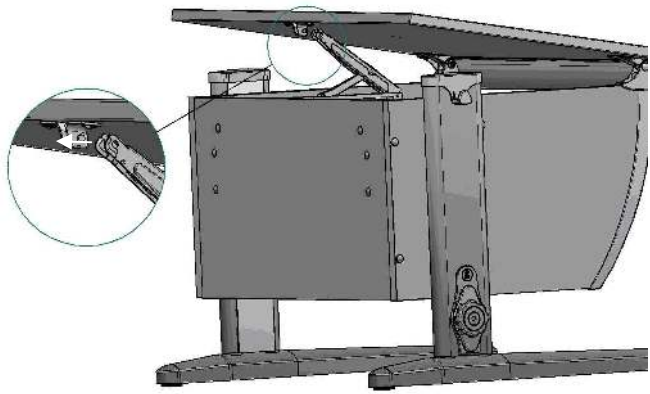

Рис. 19
4.5.2. Фиксатор столешницы Multiflex верхней частью ввести в кронштейн верхний. (Согласно рис. 19; 19а)
Рис. 19а